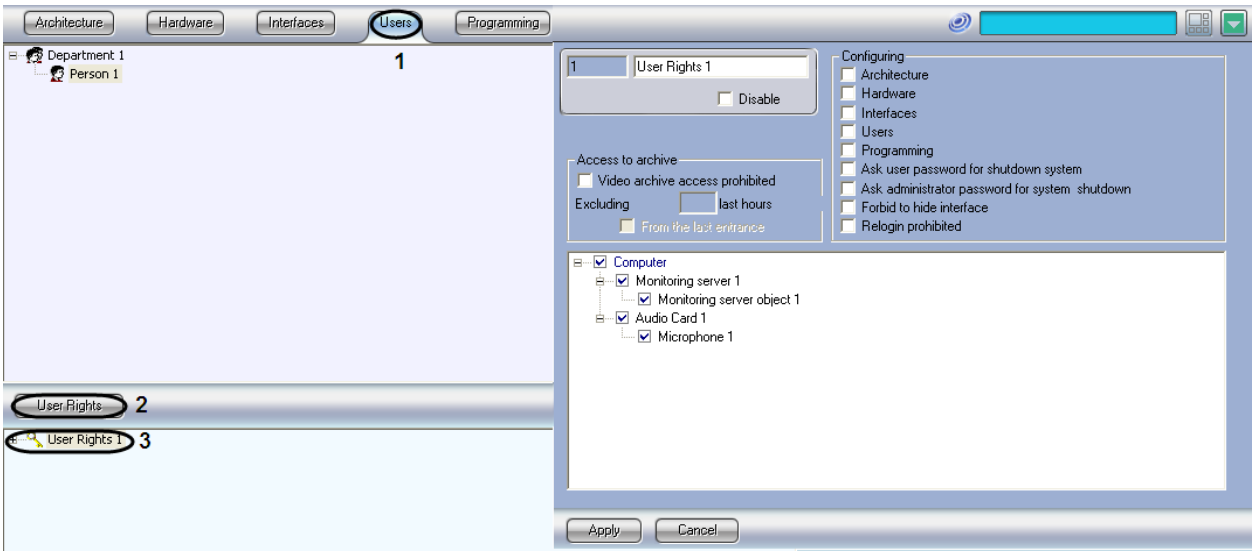

Figure 8.22-8. Registration of operator rights
2. Create a User Rights object. If no User Rights objects have been created, click the User Rights button in the lower part of the window to create one (Figure 8.22-8).